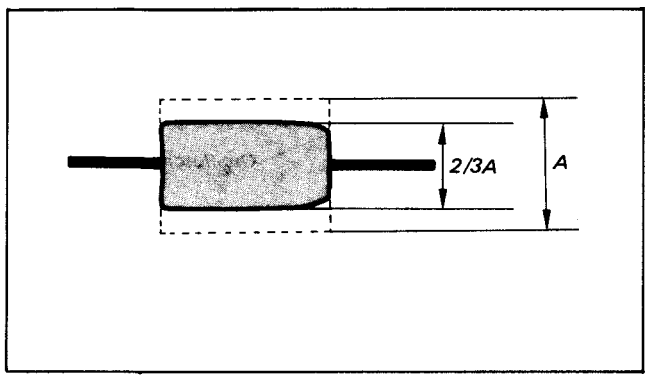

Fig. 2-64
1) Play back the tracking alignment tape and turn the track shift knob of the track shift and monitor jig so that the RF waveform amplitude is maximized (See Fig. 2-64).